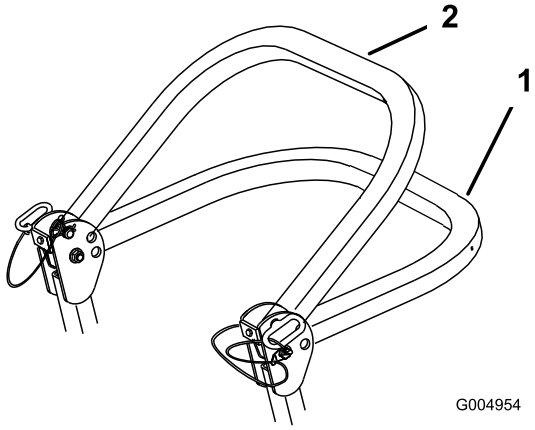

Figuur 7
2. Klap de rolbeugel omlaag. De rolbeugel kan in twee standen omlaag worden geklapt. Zie Figuur 7 voor deze standen.